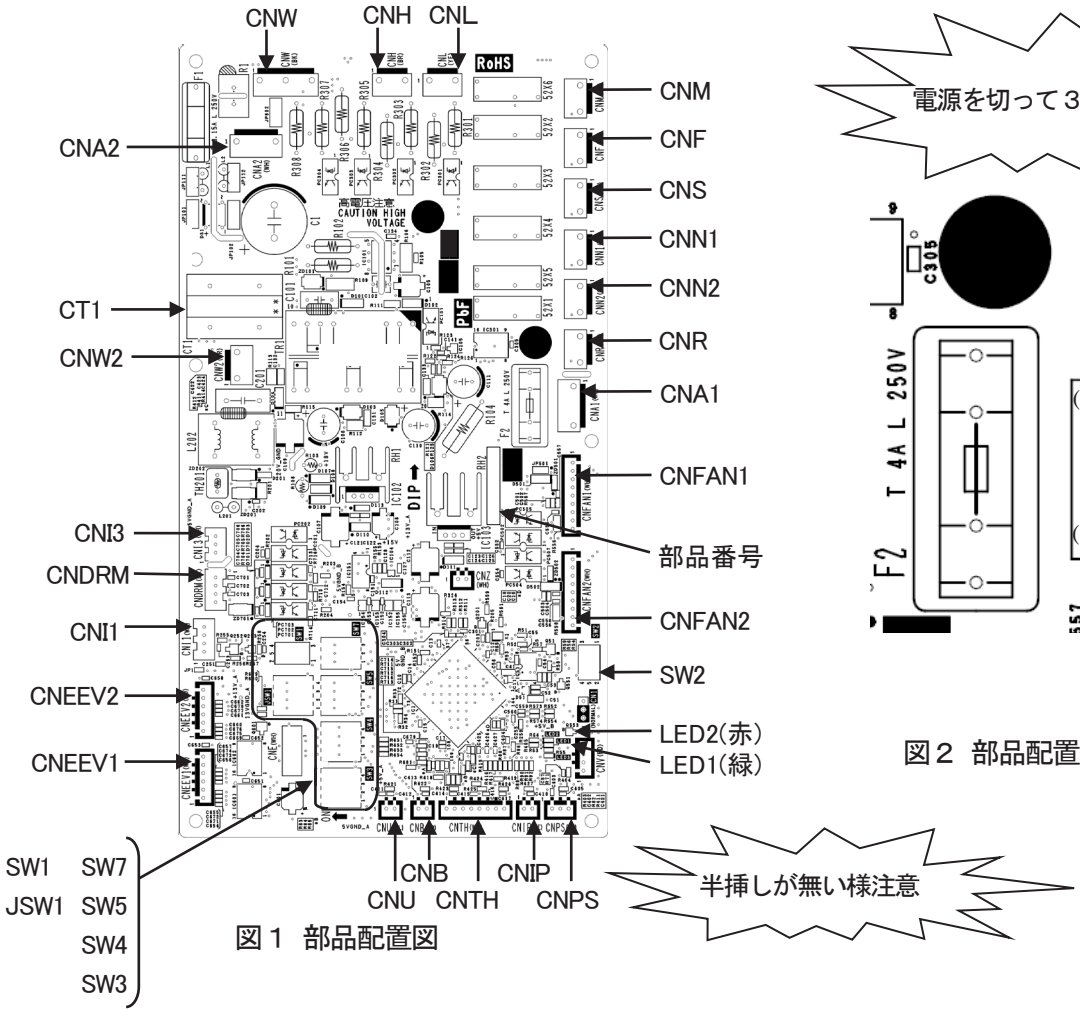

図 1 部品配置図
③ 制御基板のコネクタを外してください。(図 1 参照)
④ 基板上の CT1 に通している白色または青色の配線を外して、制御基板を交換してください。